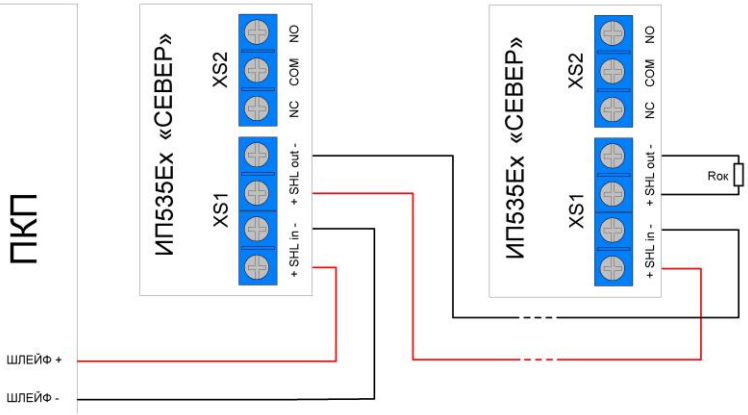

Рис.2. Схема подключения извещателей в шлейф
5.3. Подключите провода шлейфа через герметичные кабельные вводы к клеммам на плате извещателя согласно схеме приведенной на Рис.2